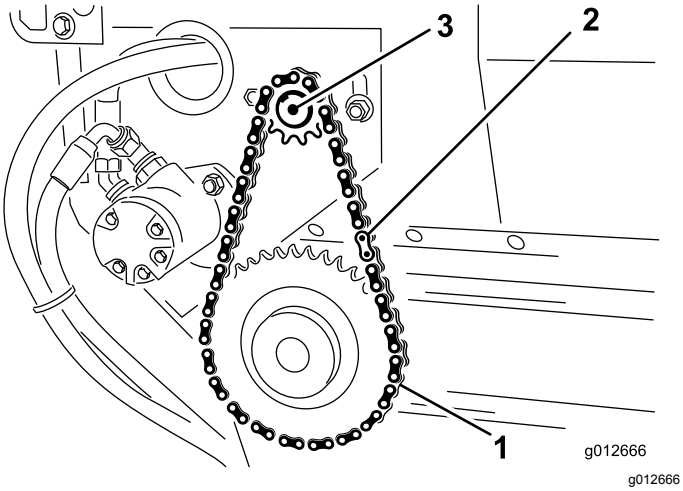

Figur 24
2. Fjern hovedleddet fra kæden, og afmonter kæden fra det lille kædehjul (Figur 24).